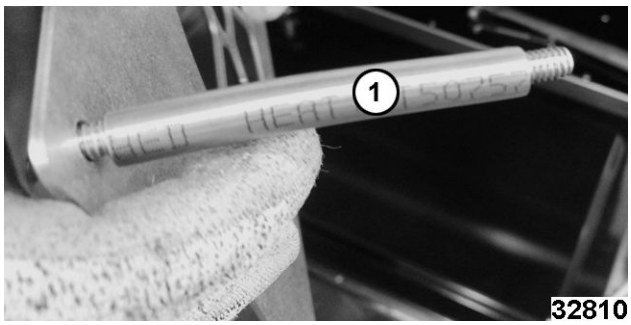

**Fig. 86**
**NOTE:** Set fan guard screw spacers (1, Fig. 86) aside.